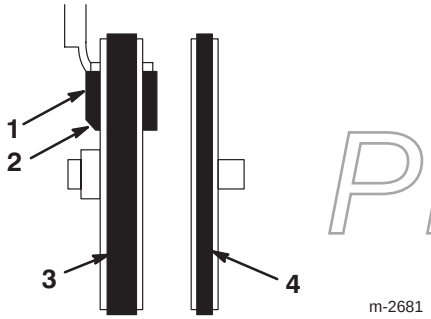

Figur 33
17. Pass på at bremseklossen er riktig montert på bremsearmen. Bremseklossens skråside må være plassert slik som vist i figur 33.
13. Pass på at bremseklossen er riktig montert på bremsearmen. Bremseklossens skråside må være plassert slik som vist i figur 33.